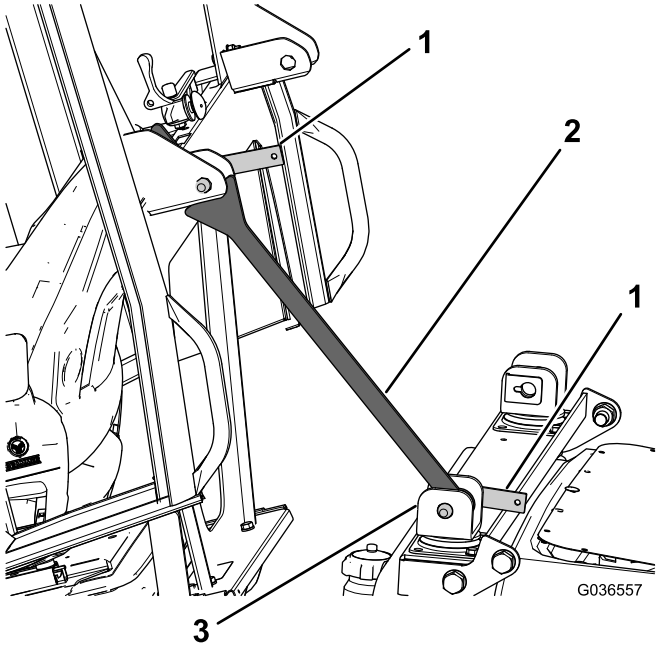

Figure 14
C. Après avoir fixé le support de sécurité, vous devez tourner le support de traverse vers la cabine et l'appuyer contre le support à l'arrière de la cabine (Figure 14).
D. Insérez le levier de verrouillage restant dans le support supérieur pour bloquer le support de sécurité en place (Figure 14).